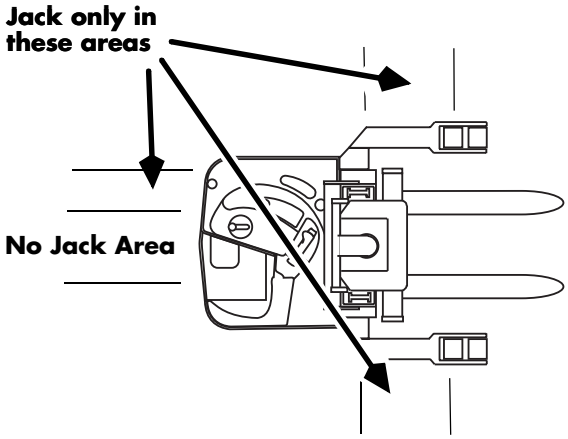

Figure 2-4: Correct Jacking Locations
7. Place the jack under the designated jacking points. See Figure 2-4.
1. Place the jack in the designated jacking position. See Figure 2-4.